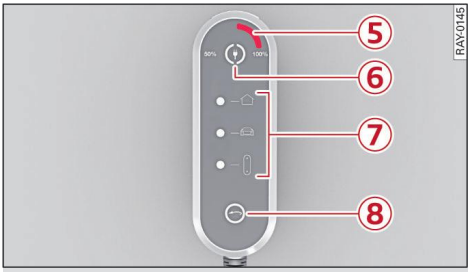

Fig. 79 Audi e-tron compact charging system: Operating unit
– To activate the charging capacity limitation, press and hold the button 6 ⇨ *Fig. 79* for at least two seconds.
If PE conductor monitoring has interrupted the charging cycle and the LED on the operating unit 6 ⇨ *Fig. 79* and the two status LEDs and are lit in red, you should deactivate PE conductor monitoring as follows:
– To deactivate PE conductor monitoring, press and hold buttons 6 and 8 ⇨ *Fig. 79* simultaneously for six seconds. The status LED will flash in white while you are doing so. Release the buttons again for one second.